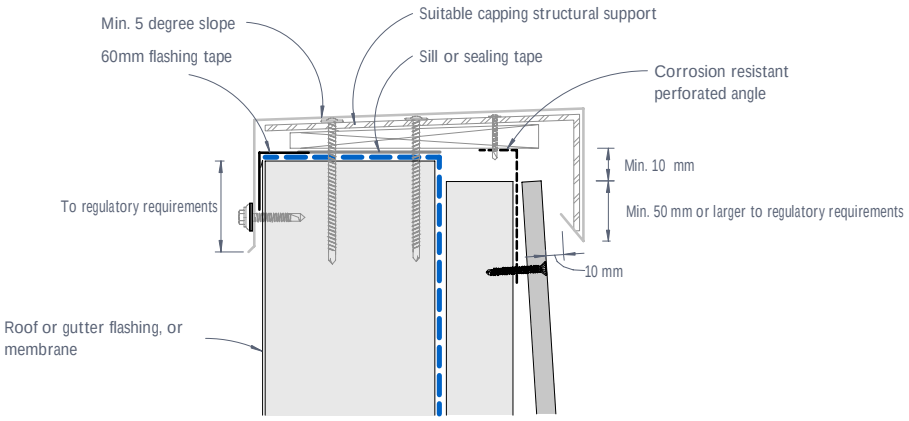

Figure 34: CEDRAL LAP typical capping detail
3) Capping shall be designed and engineered accordingly to provide adequate allowance for ventilation as shown in Figures 34 & 35.